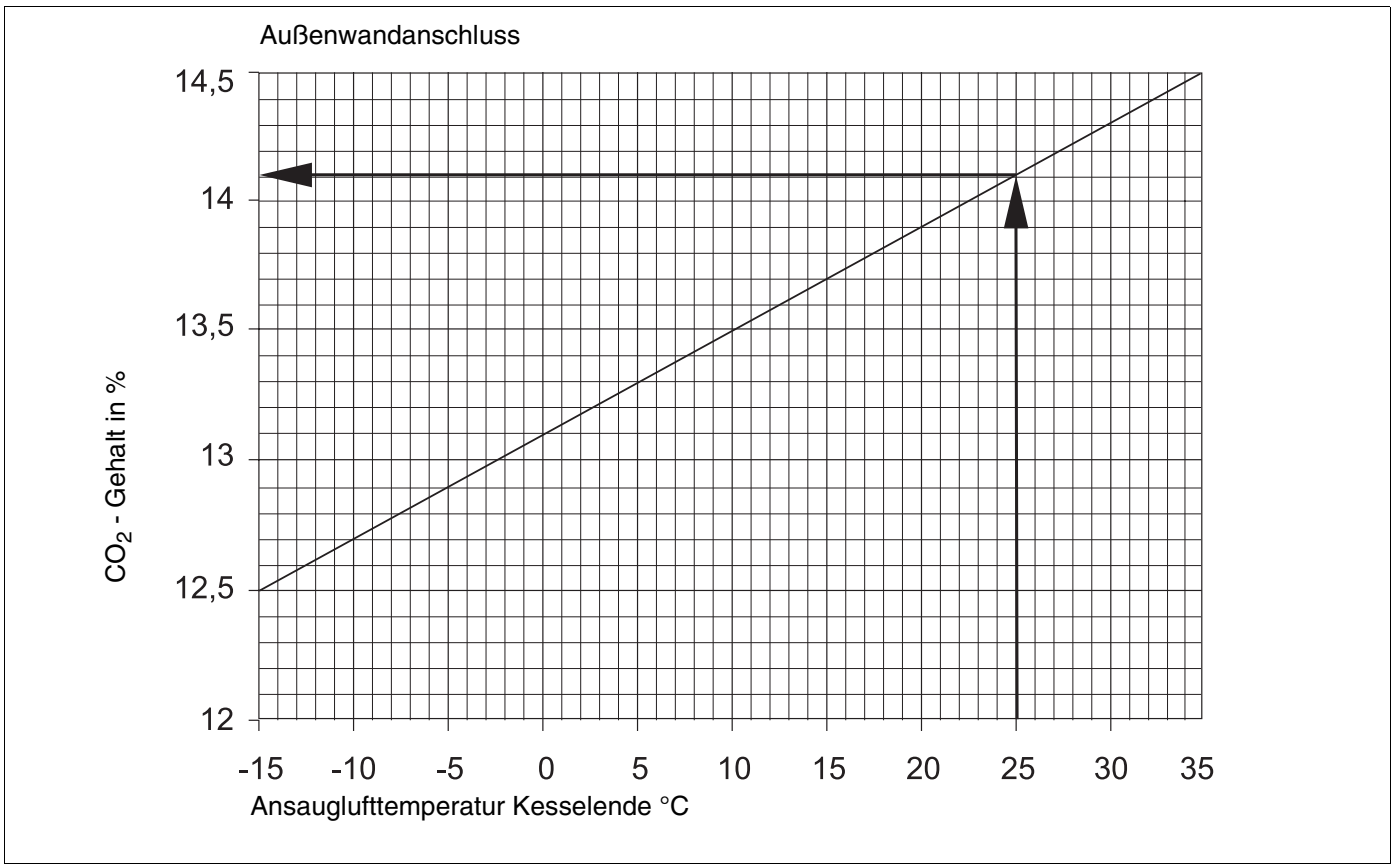
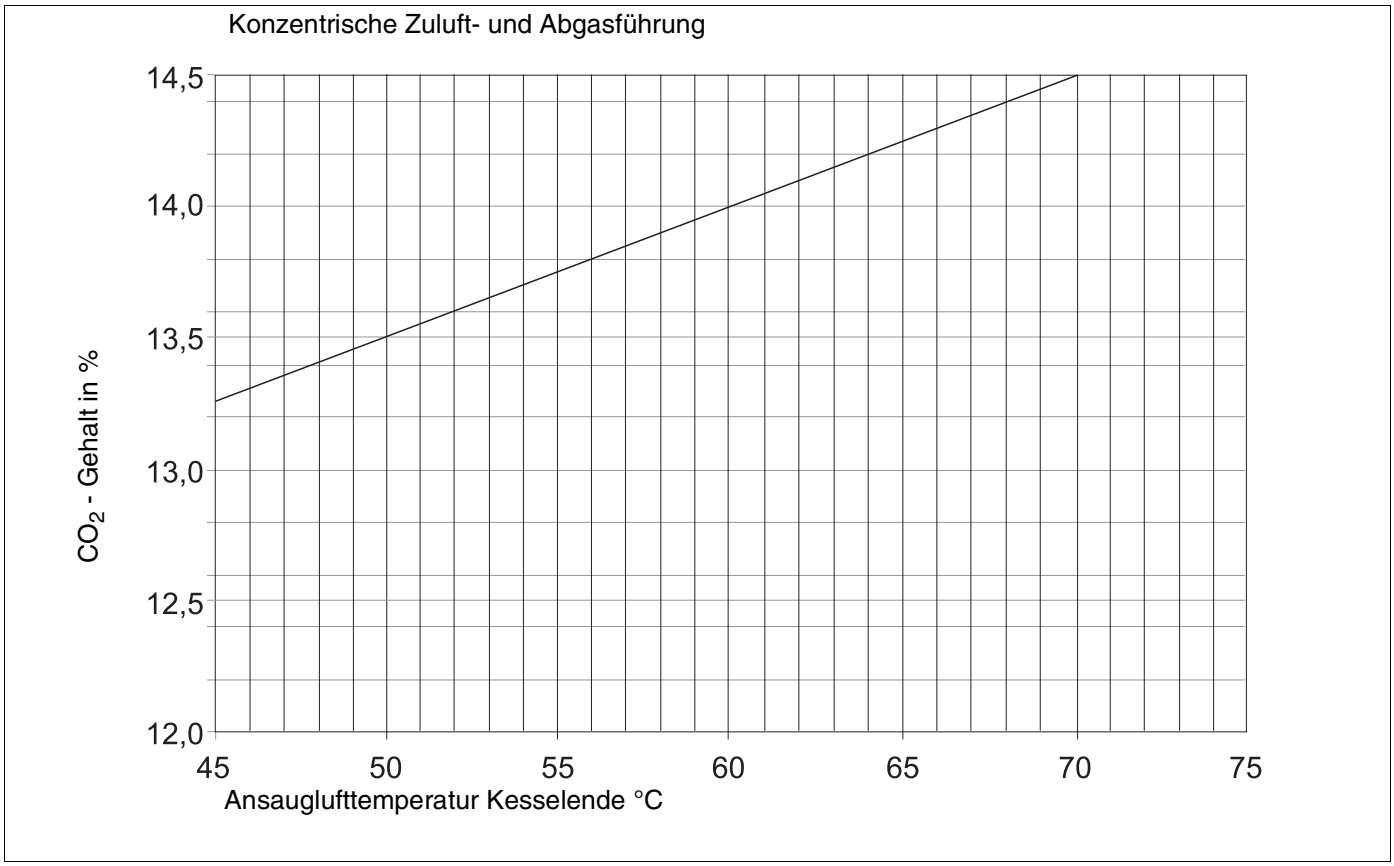

Abb. 8 CO_2-Einstellung abhängig von der Ansaugluftemperatur bei Zuluft direkt durch Außenwand (gilt mit und ohne Brennerhaube)
Abb. 9 CO_2-Einstellung abhängig von der Ansaugluftemperatur bei Zuluft durch konzentrische Zu- und Abluftführung (gilt mit und ohne Brennerhaube)
- CO_2-Gehalt an der Druckregulierschraube an der Ölpumpe entsprechend Abb. 8, Seite 14 oder Abb. 9, Seite 14 nachregulieren, je nachdem, ob die Zuluft direkt durch die Außenwand oder über ein konzentrisches Rohr angesaugt wird.